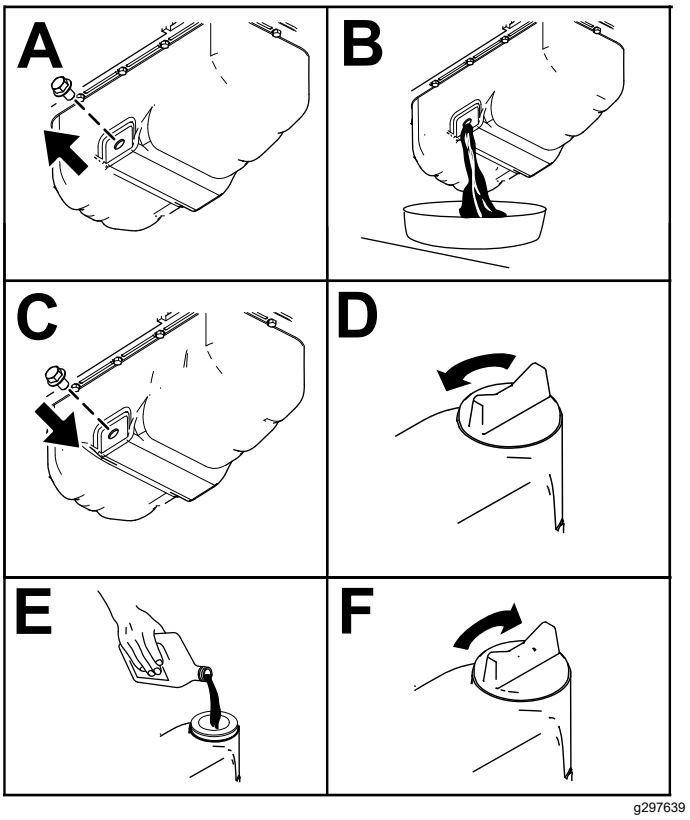

**Figuur 50**
3. Ervers de motorolie zoals wordt getoond in Figuur 50.